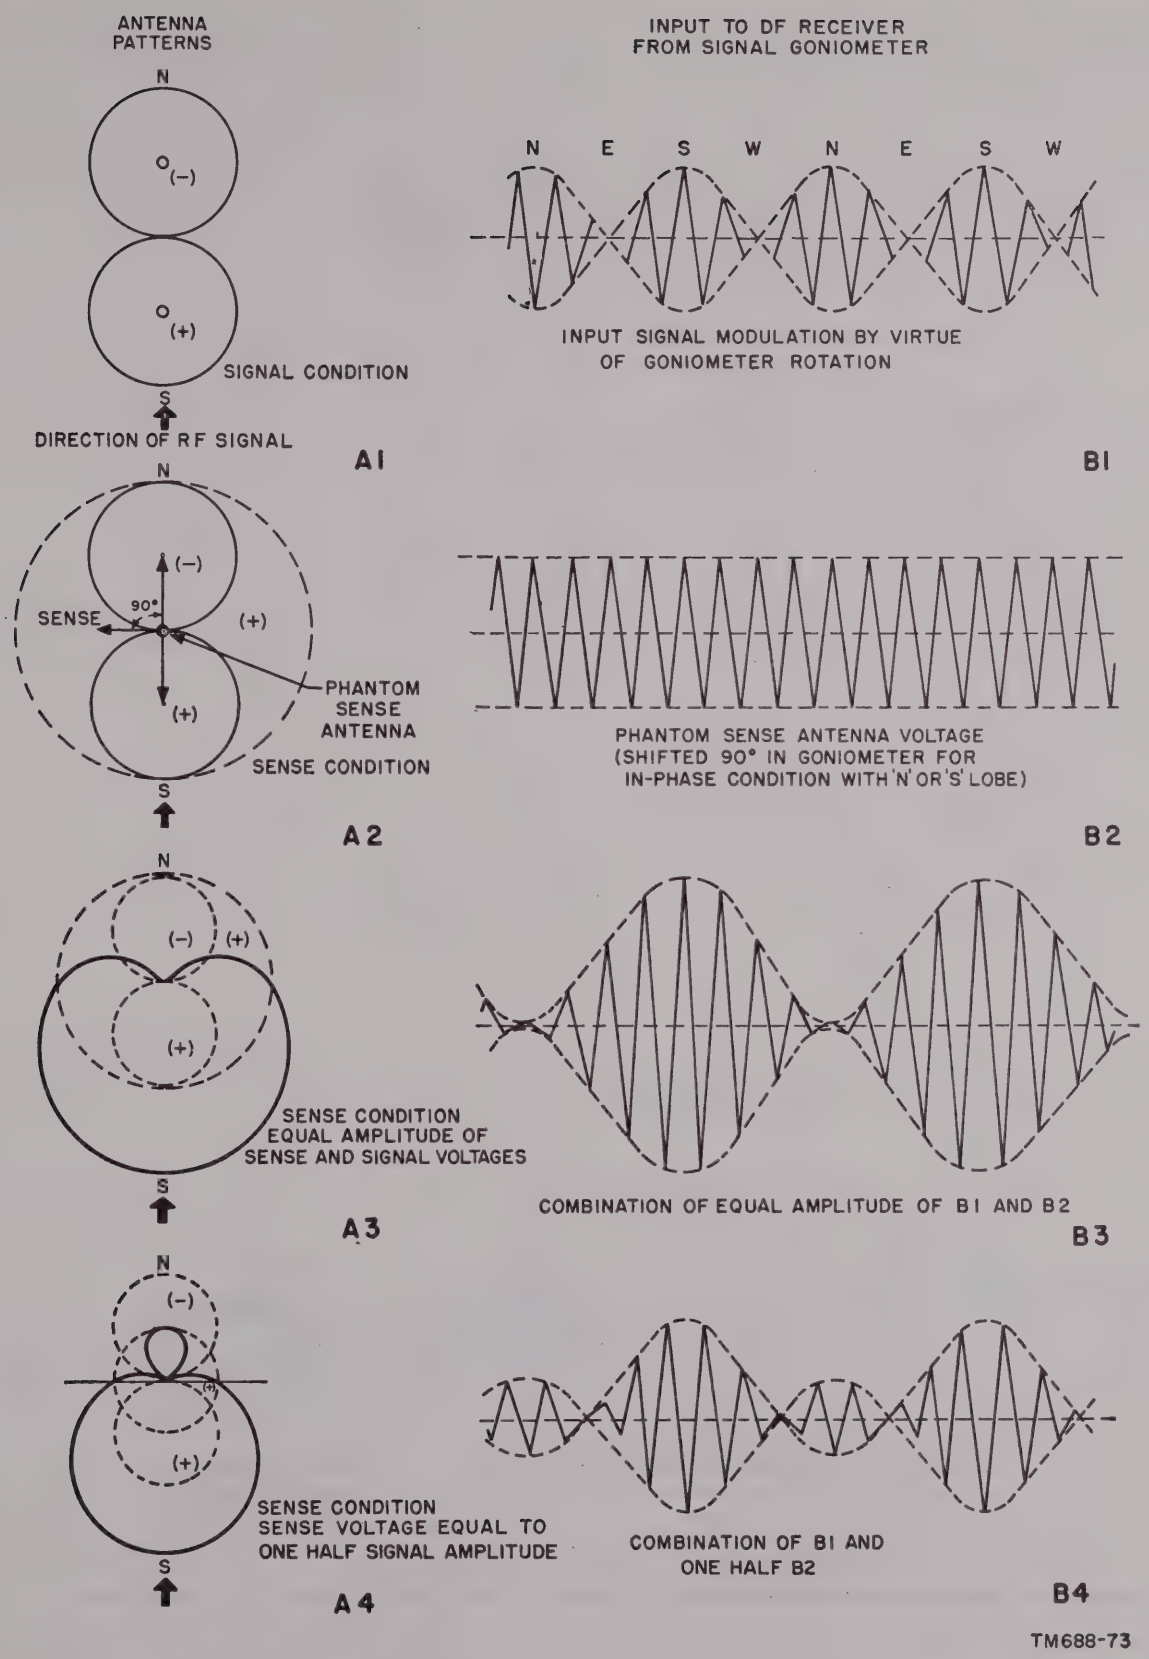

Figure 78. Relation of antenna response pattern to df receiver input wave forms.
b. The change in the signal goniometer output wave form is obtained by adding the sense voltage to the directional voltage. During visual operation, the sense voltage is obtained from a phantom sense antenna (par. 123). The sampling of voltages from each antenna obtained by operation of the sense relay located in the signal goniometer creates a response pattern that would be produced by a vertical antenna positioned at the center of the spaced antenna systems. Figure 78 shows the directional antenna response pattern, the phantom sense antenna response pattern, and the resultant pattern created by combining the two. Assuming a signal arriving from directly south, a directional antenna response pattern as shown in A1, figure 78 is obtained. Under sense conditions the voltage appearing at the phantom sense antenna is 90° removed from each lobe as shown by the vectors in A2, figure 78.
The phantom sense antenna output is shifted in phase by a sense phasing network located in the signal goniometer. The sense phasing network consists of resistive and reactive components which shift the phase of the sense voltage 90°, bringing it in phase with one lobe of the signal voltage and out of phase with the other. In A2, figure 78, it is arbitrarily assumed that the sense voltage is in phase with the positive lobe. Algebraically adding equal amplitude phantom sense voltage and signal voltage, results in the cardioid pattern illustrated in A3, figure 78. Reducing the amplitude of the sense voltage to one-half the amplitude of the signal voltage raises a secondary lobe on the resultant pattern as shown in A4, figure 78. The wave form resulting from this antenna pattern is the ideal signal goniometer output which is applied to the df receiver and ultimately to the azimuth indicator to produce the ideal sense pattern. The B column in figure 78 shows the df receiver input for corresponding antenna conditions illustrated in the A column.